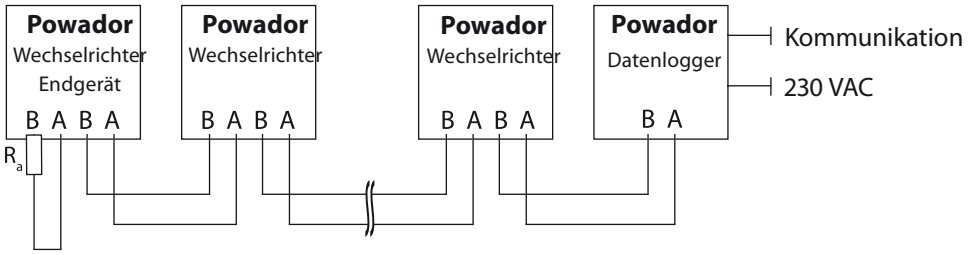

Bild 25: Anschlussschema der RS485-Schnittstelle
– Ader B (+) mit Ader B (+) (siehe Bild 25 auf Seite 26)